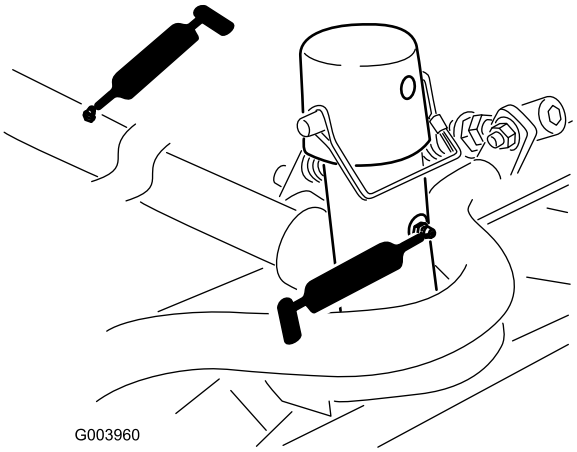

**Figura 46**
- Bastidor de tiro y pivote de la unidad de corte (2 en cada) (Figura 46).